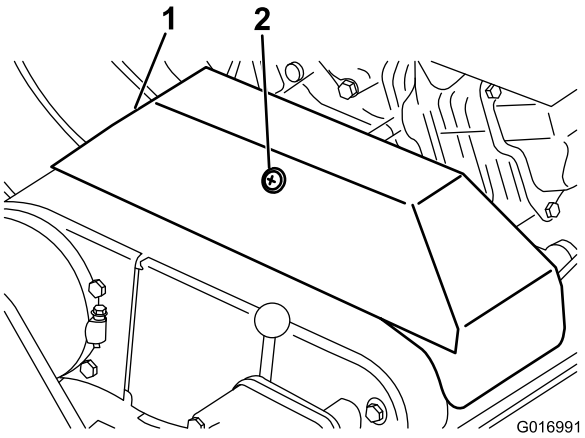

**Rysunek 39**
2. Poluzuj element ustalający mocujący pokrywę paska klinowego i otwórz pokrywę poprzez jej obrócenie (Rysunek 39).